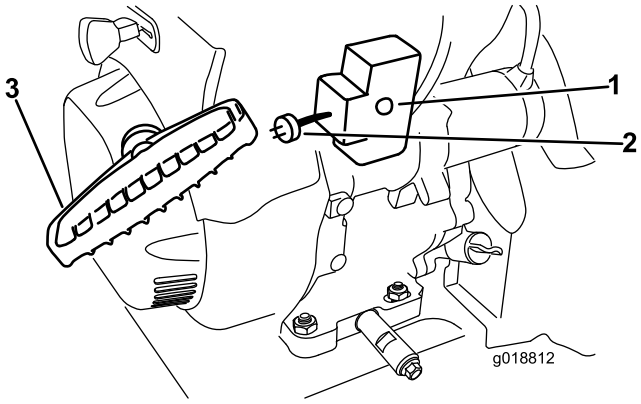

Bild 30
7. Ziehen Sie am Rücklaufstarter oder drücken Sie die Elektrostarttaste, um den Motor anzulassen (Bild 30).